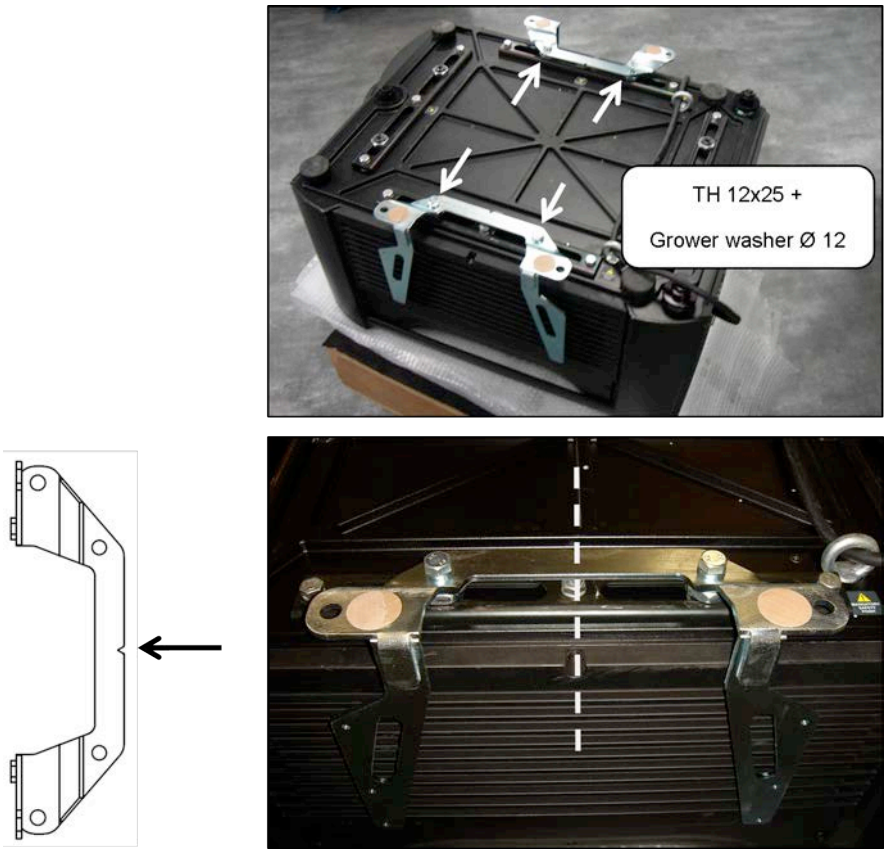

Figure 3-27 Attach the adaptors to the projector
2. Attach the Roadster adaptor plates to the bottom of the projector (***Figure 3-27***) in the orientation shown using (4) TH 12x25 screws and (4) 12mm split lock washers. Note that the notch on each adaptor plate must align with the screw heads as shown at bottom right. Slide the plates then fasten the M12 screws once the plates are aligned.